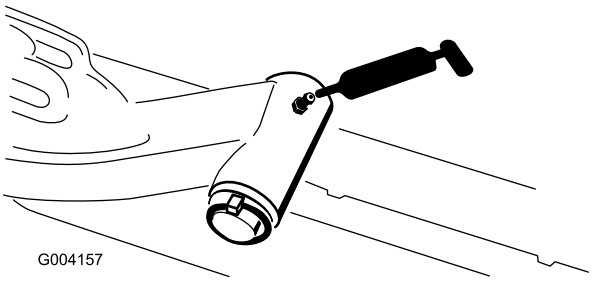

Figuur 45
- As van draaipunt van hefarmen (1 elk) (Figuur 45)